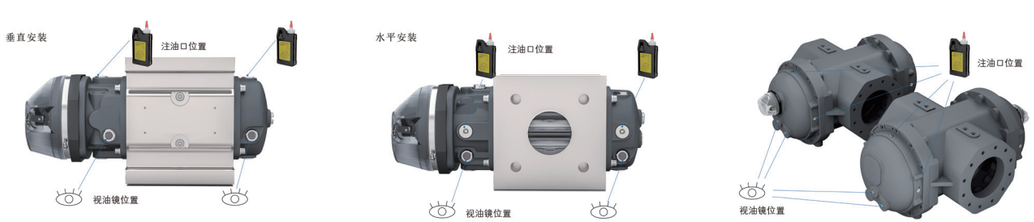

图 10 注油口和视油镜位置图
6.1.2 若油位低于视油镜中心线 3mm(通常加油周期为 3 ～ 5 年)，说明润滑油损耗，需补充至油视镜中心线。注油口和视油镜位置如图 10 所示。